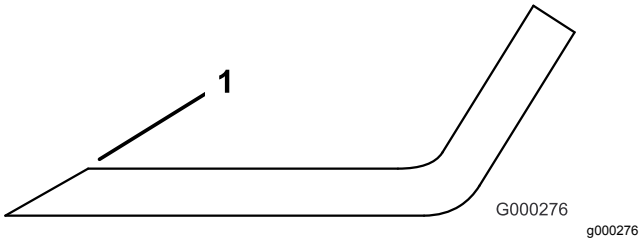

**Figuur 79**
1. Gebruik een vijl om de snijranden aan beide uiteinden van het mes te slijpen (Figuur 79).